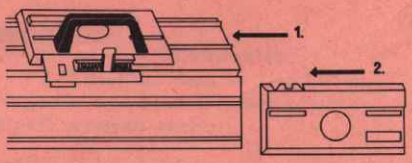

Fig. 10
9) Das vordere Schloss in die Laufschienen einführen und es genau vor das hintere stellen, wobei die Kupplung einschnappt. Fig. 10 .